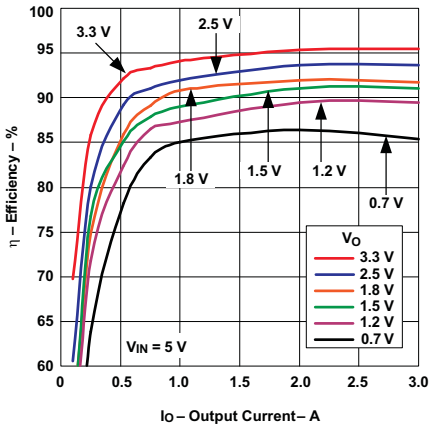
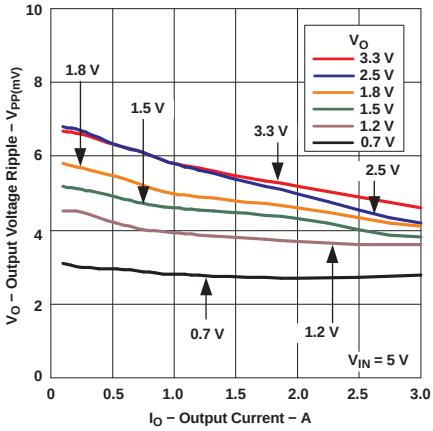
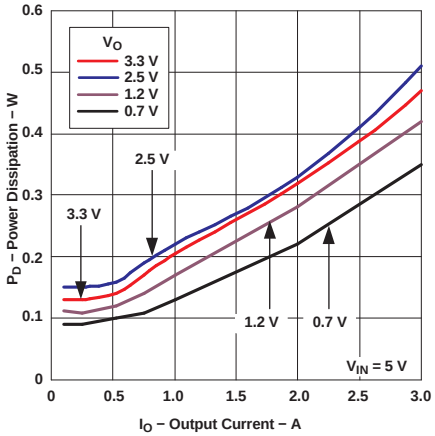

Figure 5. Efficiency vs. Output Current
Figure 6. Output Ripple vs. Output Current
Figure 7. Power Dissipation vs. Output Current
(1) The electrical characteristic data has been developed from actual products tested at 25°C. This data is considered typical for the converter. Applies to Figure 5, Figure 6, and Figure 7.